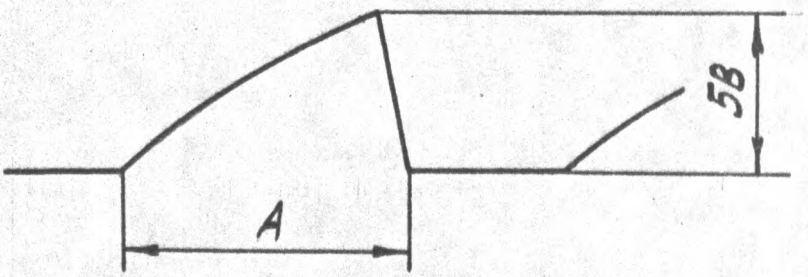

РИС.7.5
7.2.7.4. ЗАСИНХРОНИЗИРУЙТЕ ОСЦИЛЛОГРАФ С1-79 ОТ СИГНАЛА КОНТРОЛЬНОЙ ТОЧКИ X4 И УБЕДИТЕСЬ, ЧТО ДЛИТЕЛЬНОСТЬ ИМПУЛЬСОВ A=(24+-3)МС, КАК ПОКАЗАНО НА РИС.7.5.